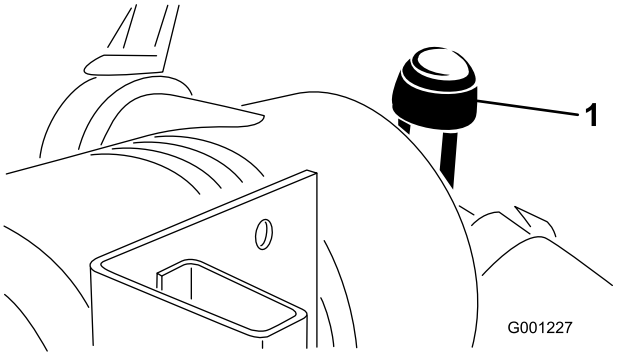

Figur 45
- Utför service på luftrenarfiltren när luftrenarindikatorn (Figur 45) är röd eller var 400:e timme (oftare i mycket dammiga eller smutsiga förhållanden). För mycket underhåll får inte utföras på luftfiltret.
9. Nollställ indikatorn (Figur 45) om den är röd.